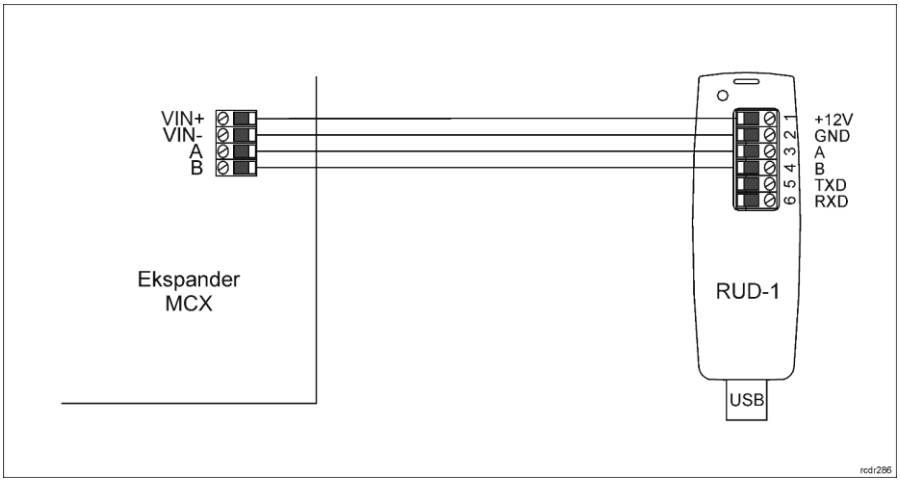

Rys. 7 Sposób podłączenia ekspandera do interfejsu RUD-1 (konfiguracja niskopoziomowa)
1. Podłącz urządzenie do interfejsu RUD-1 zgodnie z rys. 7, a interfejs RUD-1 do portu USB komputera.